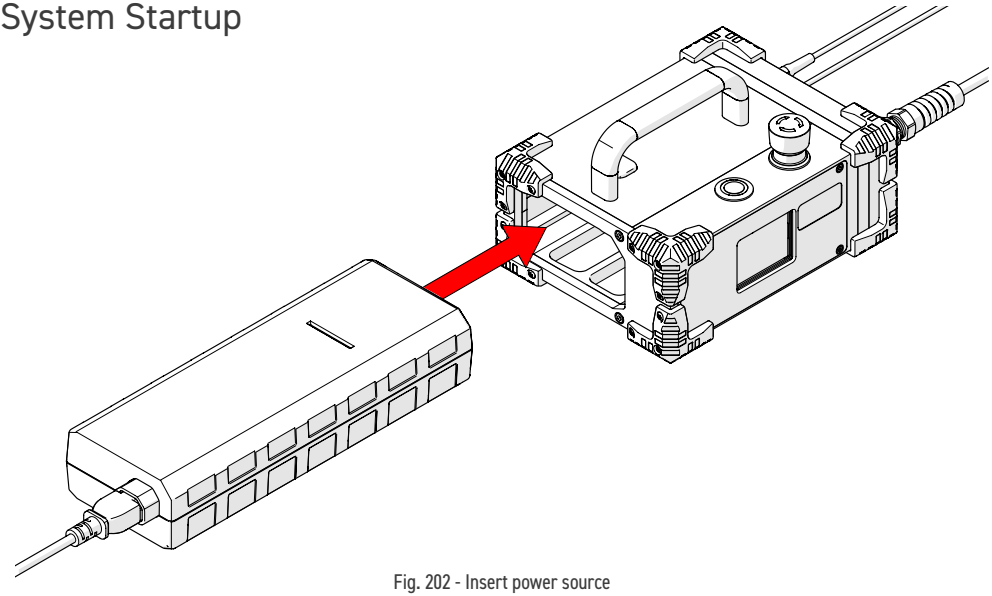

Fig. 202 - Insert power source
1. Insert power source into power controller dock *(Fig. 202)*.